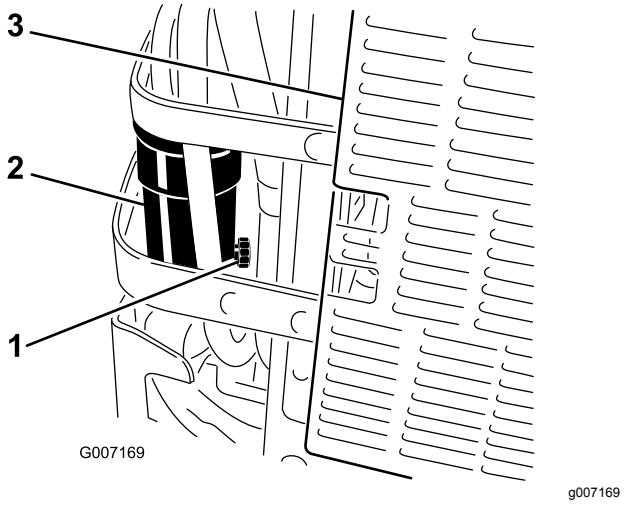

Bild 53
6. Öffnen Sie das Ablassventil am Wasserabscheider um ca. eine Umdrehung, damit das Wasser und andere Verunreinigungen ablaufen können (Bild 53).
7. Schließen Sie das Ablassventil, wenn Diesel austritt (Bild 53).